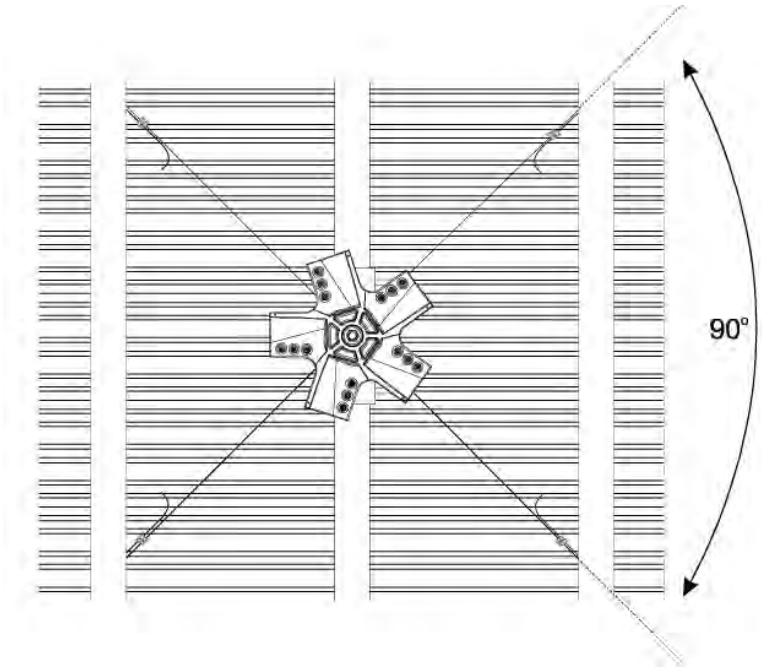

Fig.17
5. Guy wires should be tight. Allow fan to self-level and recheck level as you tighten each guy wire. They should also be approximately 90º apart (Fig.17.